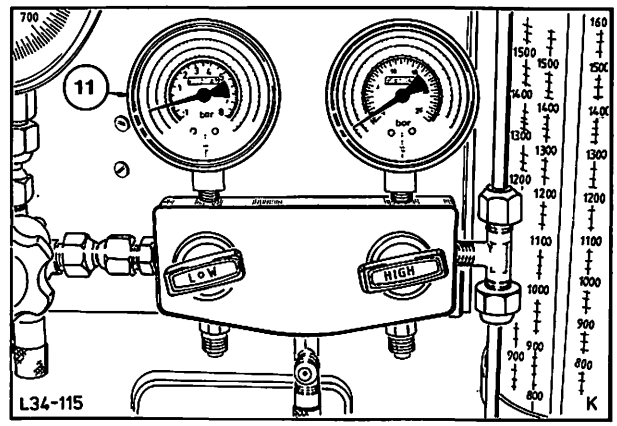

Abb. 34 Saugmanometer (11)
22. Kältemittel einströmen lassen, bis der Füllzylinder leer ist. Anschließend Füllventil (2) und Ventil Low bzw. ND (7) unter Saugmanometer (11), Abb. 34, schließen.